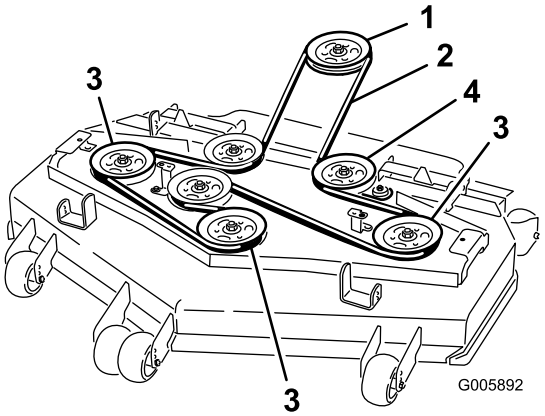

Figuur 60
6. Leg de nieuwe riem rond de poelies (Figuur 60).